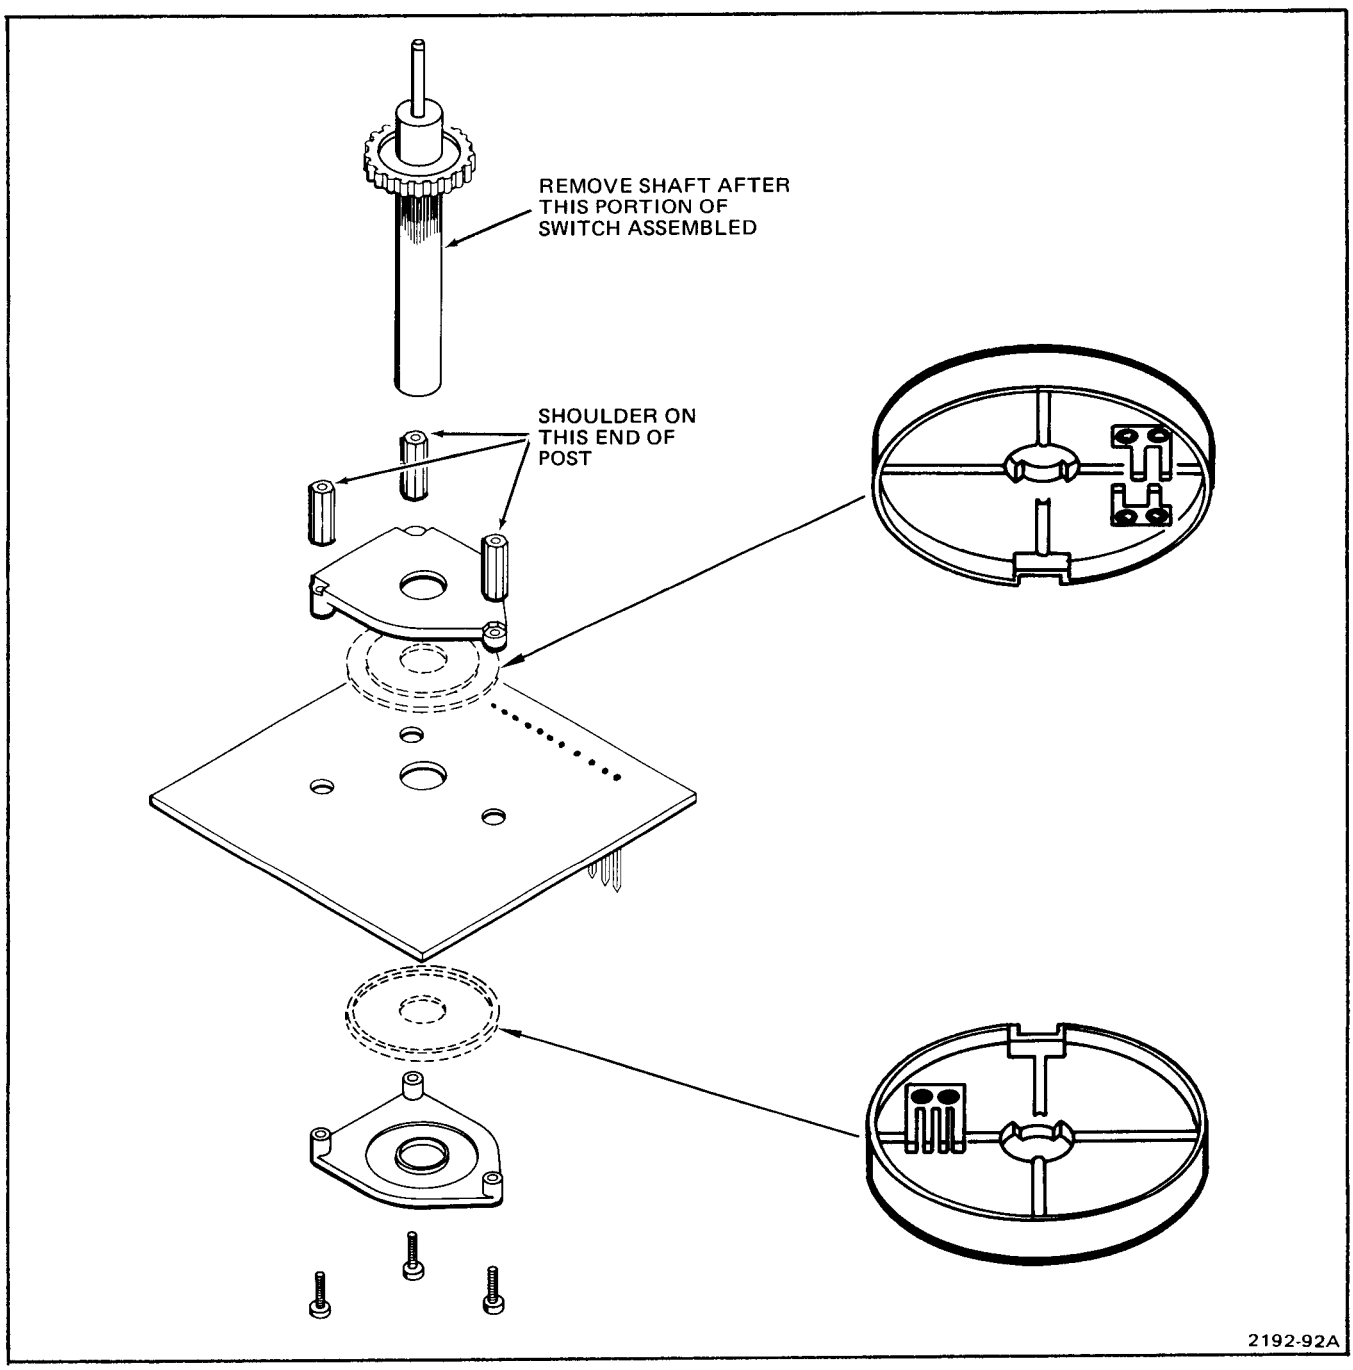
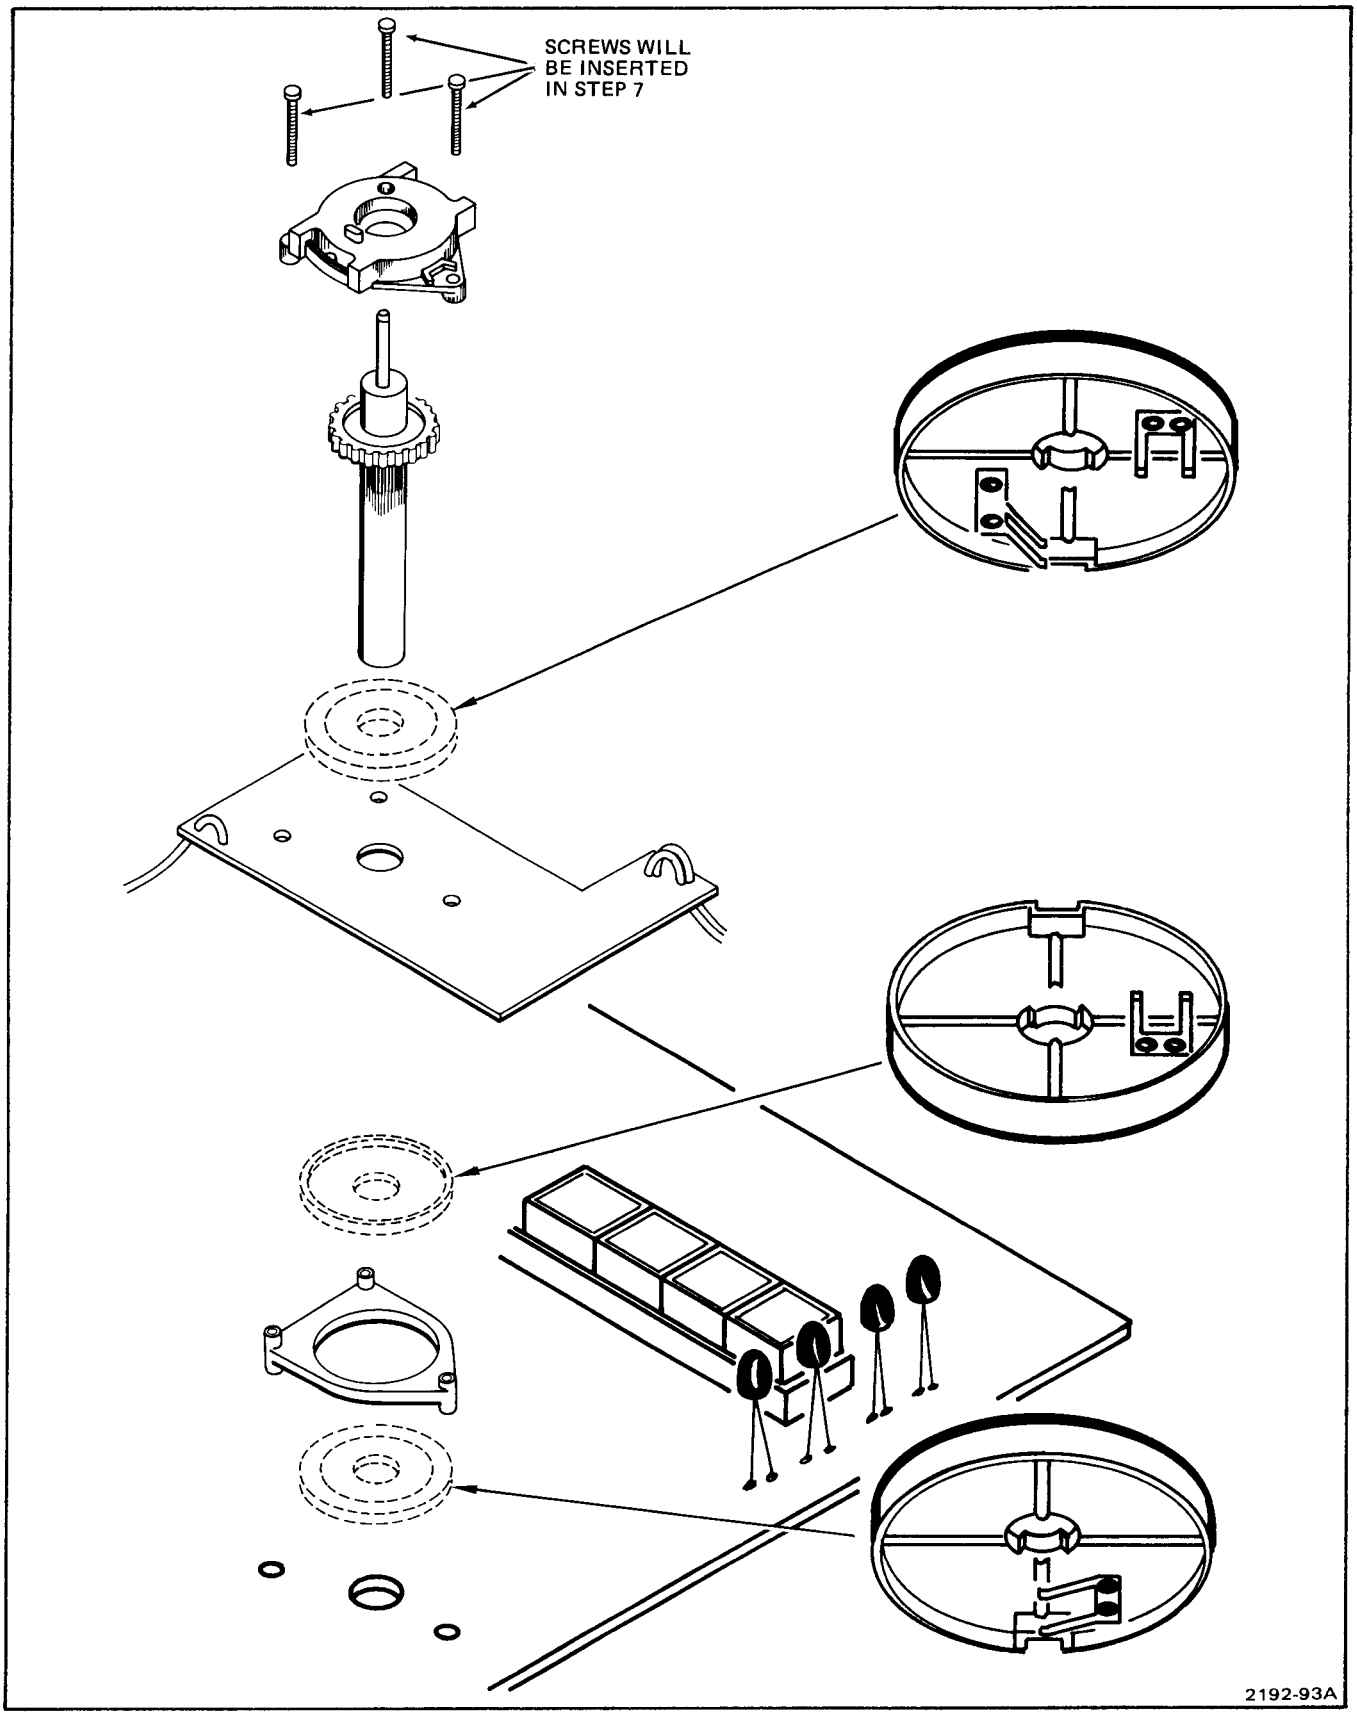

Fig. 5-13. FUNCTION switch subassembly—part 1.
Fig. 5-14. FUNCTION switch subassembly—part 2.
5. Assemble pieces as shown in Fig. 5-13. The shaft is used in this step to align the keyways in the two wafers to the same position. Remove the shaft after the parts shown in Fig. 5-14 are assembled.
6. Assemble pieces as shown in Fig. 5-14. Slide shaft through hole in IO board.
8. Insert screws from top of IO board (see Fig. 5-14).
9. Tighten screws using care to ensure all shoulders are properly seated in the holes in the circuit boards. Also check the shoulders on the plastic standoff posts (see Fig. 5-13).